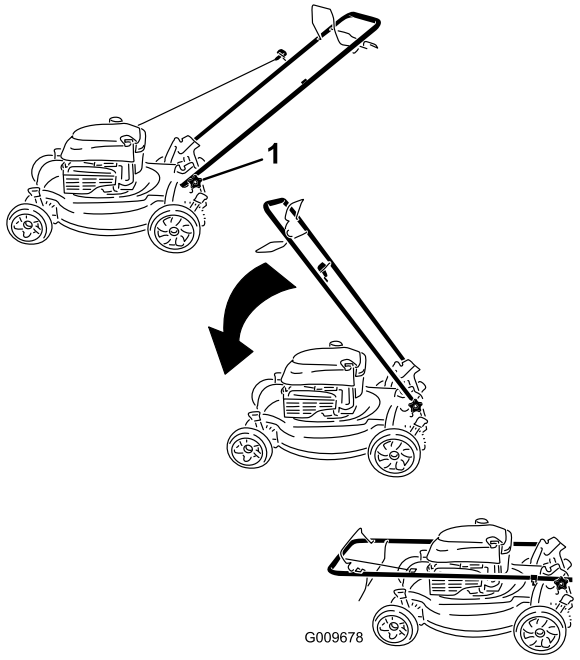

Bild 30
1. Lösen Sie die Griffhandräder, bis Sie den Griff ungehindert bewegen können (Bild 30).
1. Griffhandrad (2)
2. Schieben Sie den Griff nach vorne, siehe Bild 30.